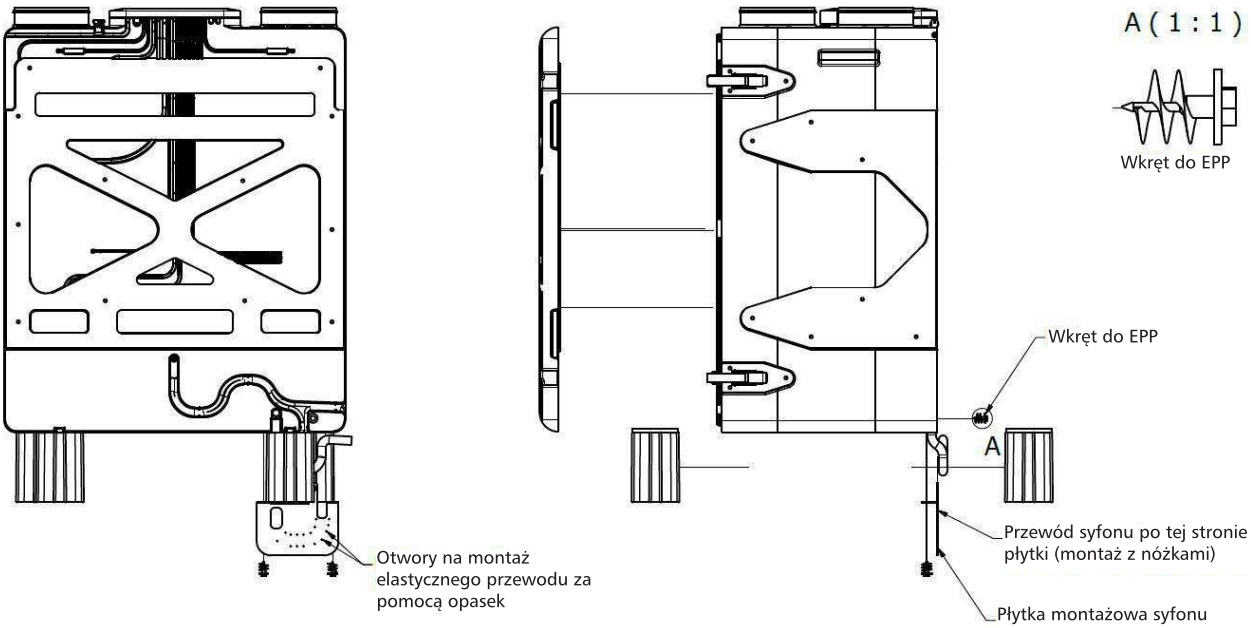

Rys. 8 - Montaż płytki montażowej syfonu
- Za pomocą 3 wkrętów do EPP zamocuj płytkę montażową syfonu (Rys. 8)